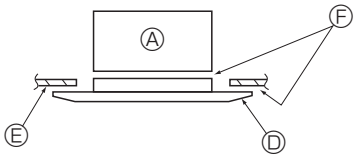

Fig. 10-7
* Assurez-vous qu'il n'y a pas d'espace entre l'appareil principal et le panneau, et entre le panneau et le plafond. (Fig. 10-7)